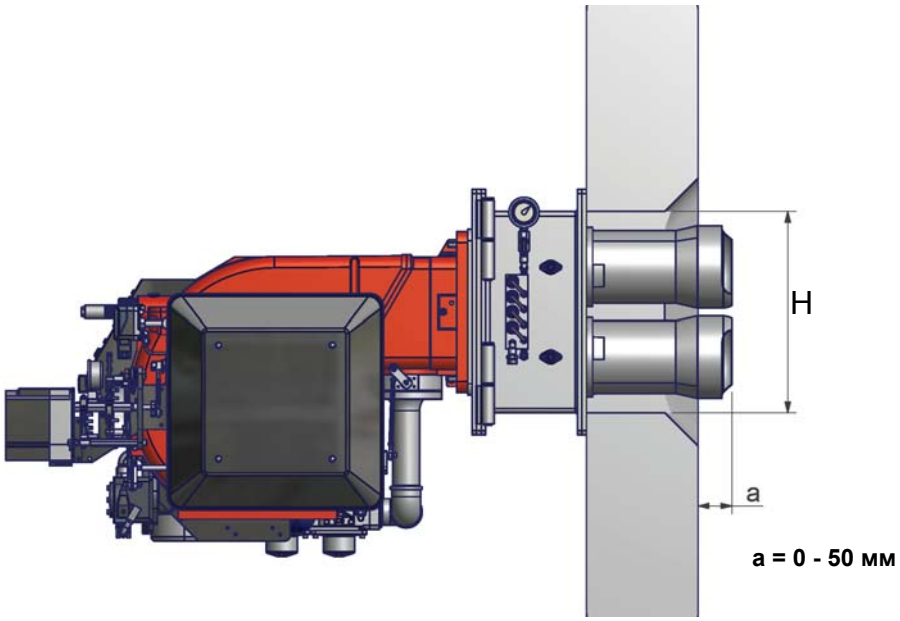

Рис. 1
4). закрепить ее с помощью гаек к крепежным винтам котла, согласно схеме на Рис. 1.